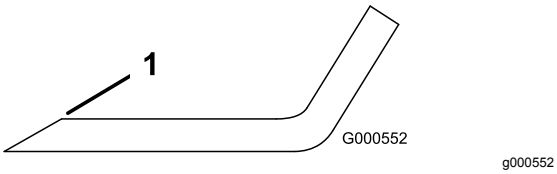

Figuur 75
1. Gebruik een vijl om de snijranden aan beide uiteinden van het mes te slijpen (Figuur 75).
Opmerking: Als het mes niet in balans is, moet u wat metaal afvijlen van het uiteinde van de vleugel (Figuur 75).